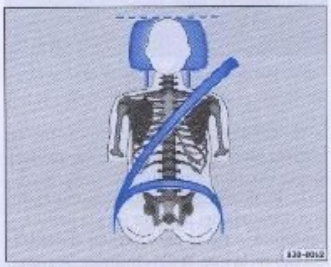

Fig. 15 Posiciones correctas del cinturón de seguridad y del apoyo para cabeza, vistas de frente
- El cinturón de seguridad debe estar bien ajustado al tronco del pasajero ⇒ página 22, fig. 15.